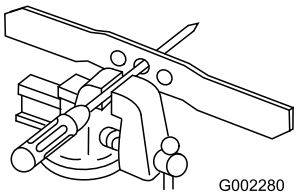

Figure 23
1. Vérifiez l'équilibre de la lame en enfilant le trou central sur un clou ou la tige d'un tournevis serré horizontalement dans un étau (Figure 23).